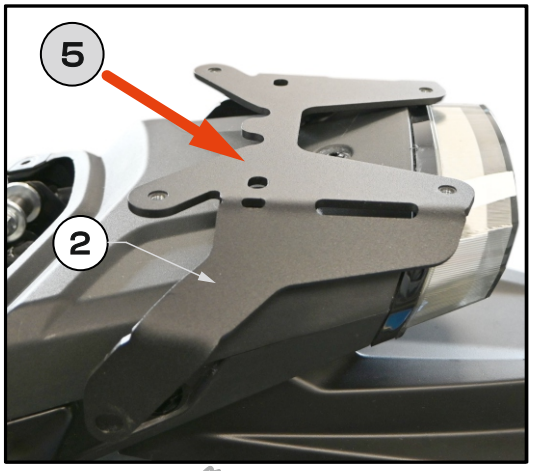

Fig. 7
5. Instal the Bracekt **[2]. [Fig. 7]**